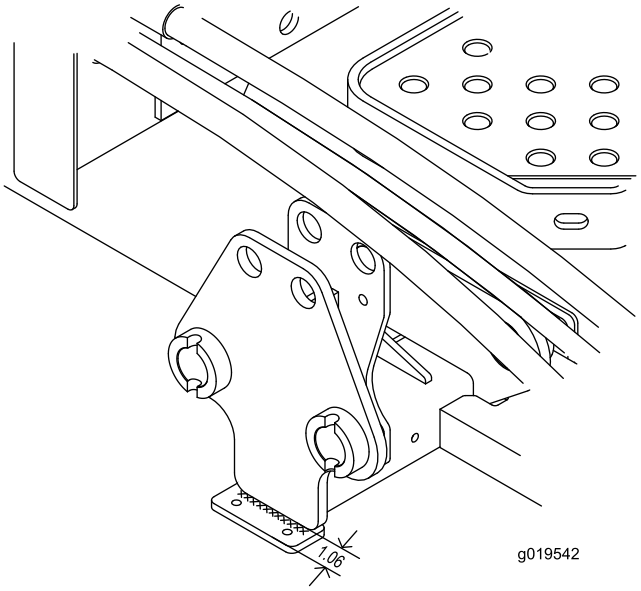

Figure 4
1. Position a bumper bracket under one of the carrier frame plates so the front edge of the bracket is 1.06 inches from the plate and centered from side to side on the plate (Figure 4). Make sure the holes are positioned to the front.
2. Secure the bumper bracket to the carrier frame plate with a 1/4 inch by 2-1/2 inch fillet weld (Figure 4).